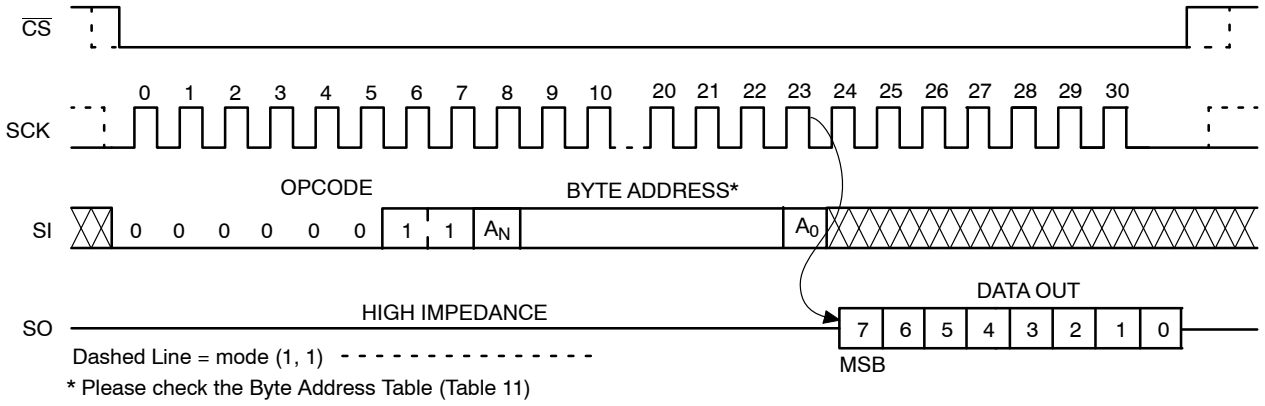

Figure 9. READ Timing
After receiving the last address bit, the CAV25128 will respond by shifting out data on the SO pin (as shown in Figure 9). Sequentially stored data can be read out by simply continuing to run the clock. The internal address pointer is automatically incremented to the next higher address as data is shifted out. After reaching the highest memory address, the address counter "rolls over" to the lowest memory address, and the read cycle can be continued indefinitely. The read operation is terminated by taking $\overline{CS}$ high.
Reading the additional 64−byte Identification Page (IP) is achieved using the same Read command sequence as used for Read from main memory array (Figure 9). ***The IPL bit from the Status Register must be set (IPL = 1) before attempting to read from the IP.*** The [A5:A0] are the address significant bits that point to the data byte shifted out on the SO pin. If the CS continues to be held low, the internal address register defined by [A5:A0] bits is automatically incremented and the next data byte from the IP is shifted out. The byte address must not exceed the 64−byte page boundary. While the internal write cycle is in progress, the RDSR command will output the RDY (Ready) bit status only (i.e., data out = FFh).